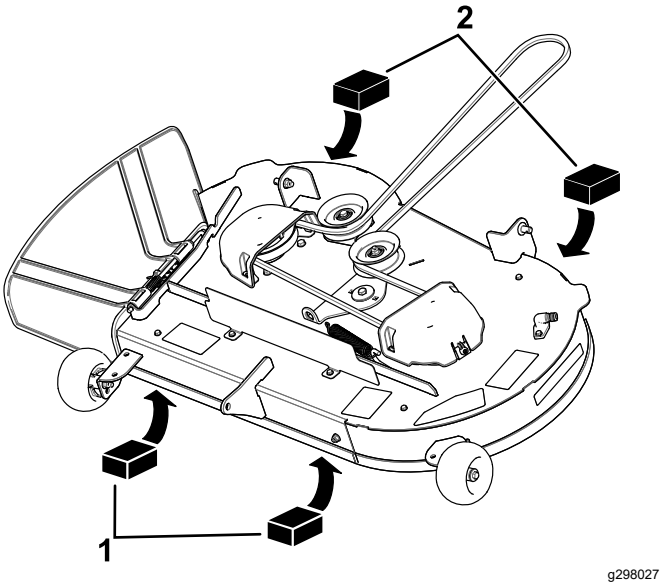
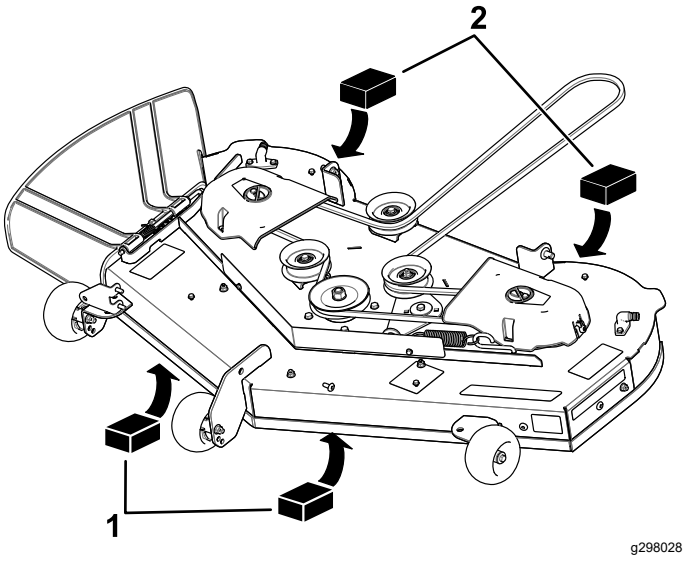

Figure 68
Figure 69
4. Placez 2 cales de 6,6 cm d'épaisseur chacune sous chaque côté du bord avant du plateau de coupe, mais pas sous les supports des galets anti-scalp (Figure 68 ou Figure 69).
5. Placez 2 cales de 7,3 cm d'épaisseur chacune sous le bord arrière de la jupe du plateau de coupe, une de chaque côté du plateau (Figure 68 ou Figure 69).